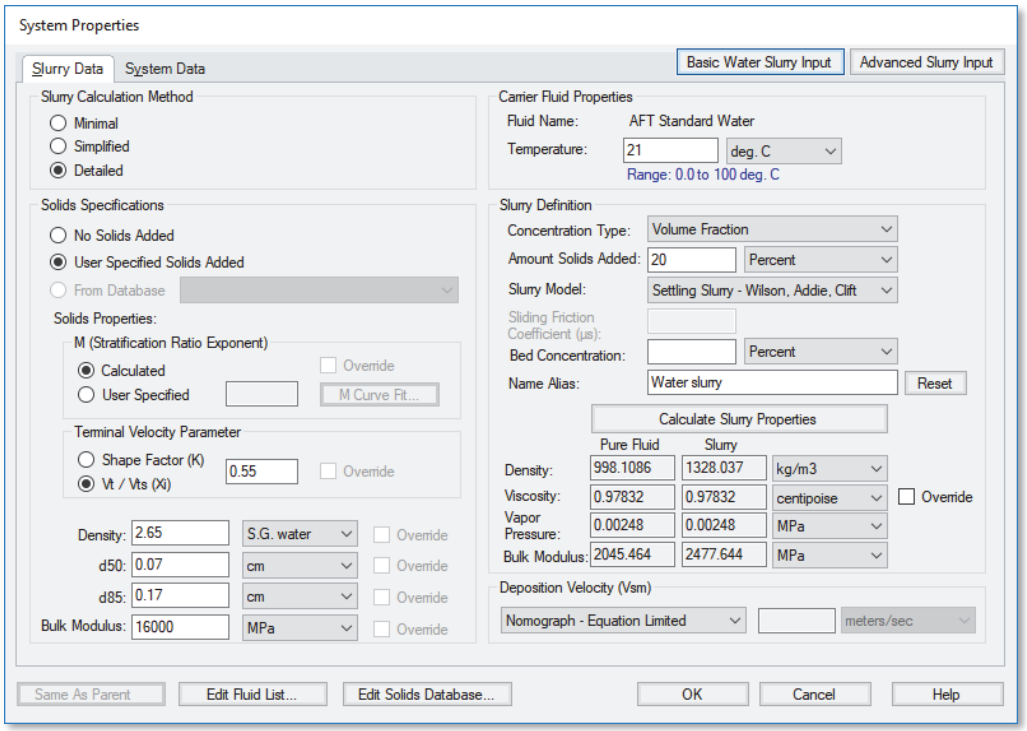

Figure 6.1 Data entry for sand slurry properties
2. Select Basic Water Slurry Input at the upper right (this should be the default selection). See Figure 6.1